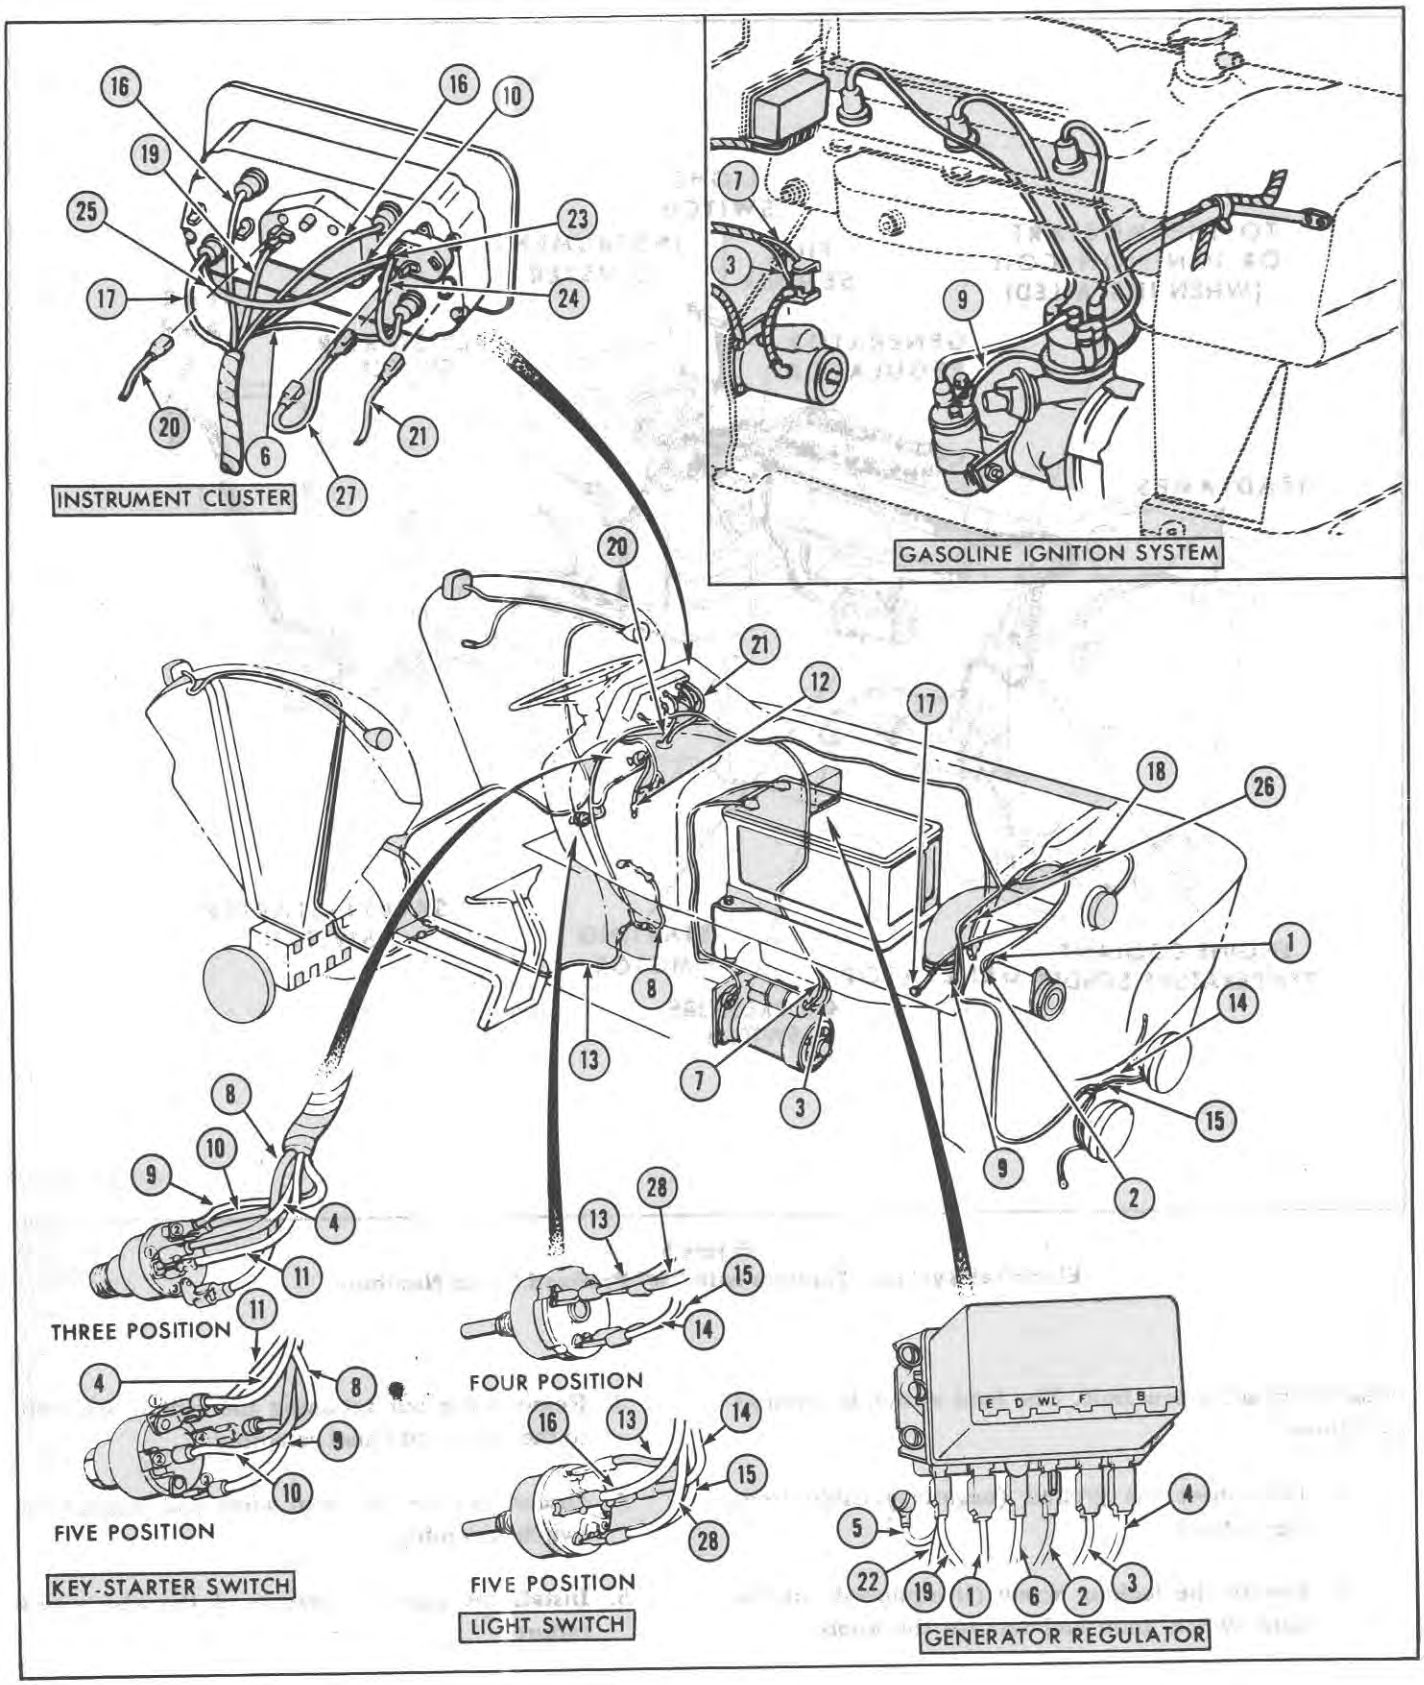
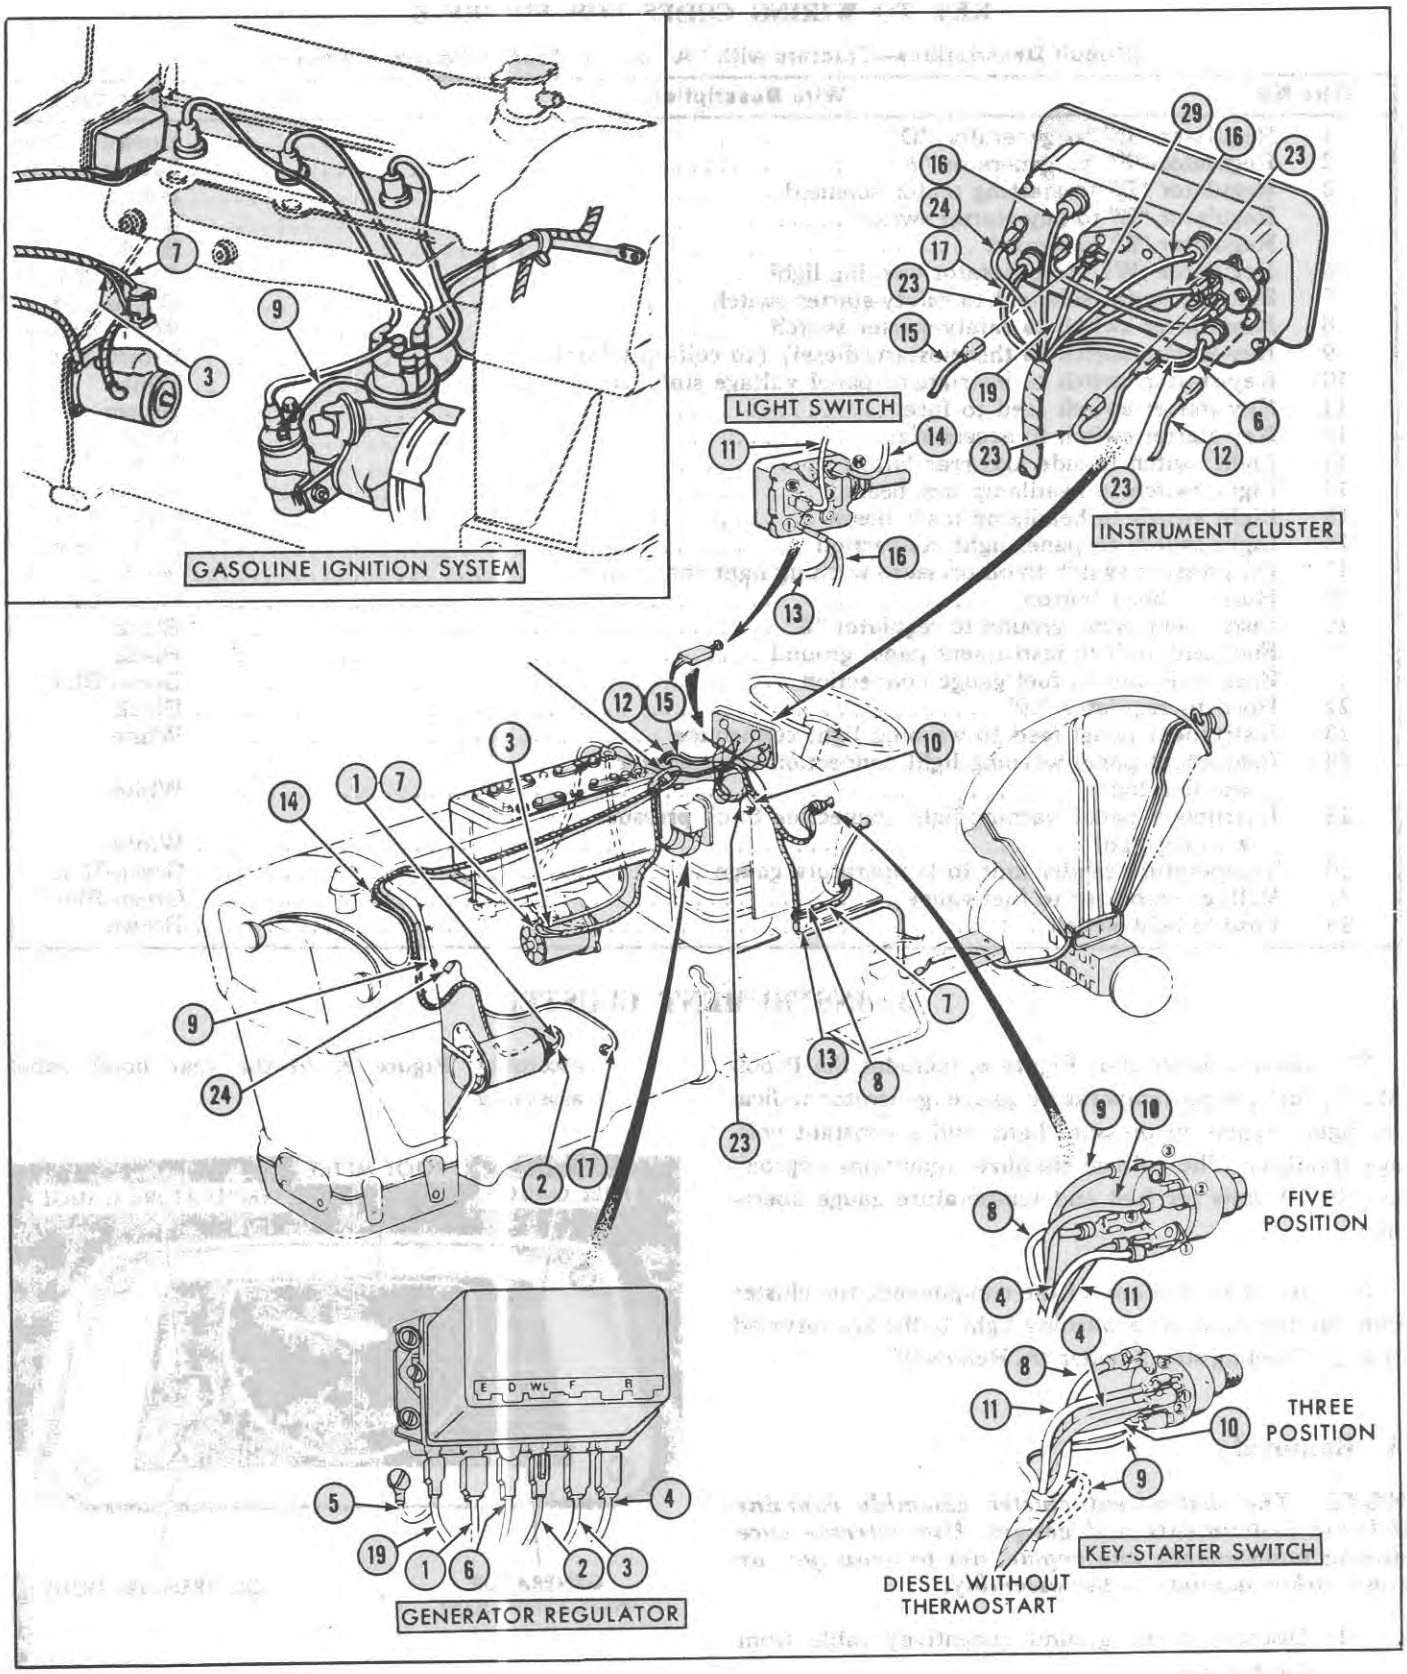

Figure 6
Figure 7
C Prefix Letter: Tractors with serial numbers prefixed with the letter "C" use a front and rear main wiring harness with a multiple connector located in front of the fuel tank, Figure 7. If lights are installed, a three-position push-pull light switch incorporating a circuit breaker is used. The headlamps are mounted externally on the radiator shell and one rear lamp is used on the left rear fender. The tractors are equipped with a 22-ampere generating system.
Figure 6 shows circuit descriptions for tractors with "A" or "B" prefixed serial numbers, and Figure 7 shows circuit description for tractors with a "C" prefixed serial number.
KEY TO WIRING CODES FOR FIGURE 6
KEY TO WIRING CODES FOR FIGURE 7
1. Place the instrument cluster on the rear hood panel and connect the main harness connectors, warning light, and instrument panel sockets as shown in Figures 6 or 7. Connect the Proof-Meter cable. If it is difficult to connect the cable, first remove the cable from the generator then connect the cable upper end to the instrument cluster. Reconnect the cable to the gener-